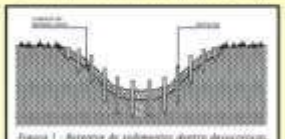

Figura 1 - Retentor de sedimentos dentro de escavações, erosões e canais (Corte)
**Retentores de sedimentos:** São aplicados transversalmente ao sentido do fluxo e a declividade do talude, os Bermalonga® serão fixados com grampos de aço, bambú ou madeira, cujos comprimentos serão suficientes para atingir o solo mais coeso. Deve-se proceder à abertura de uma valeta de encaixe de cerca de 1/3 do diâmetro do Bermalonga®, evitando a passagem dos sedimentos por sua base e proporcionando maior aderência com o solo. (Figura 1)